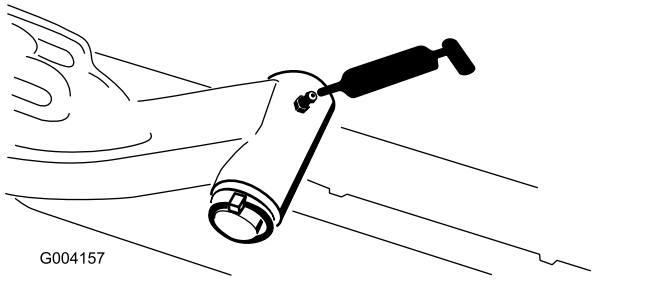

**Figura 32**
- Albero di articolazione del braccio di sollevamento (1 ciascuno) - Figura 32